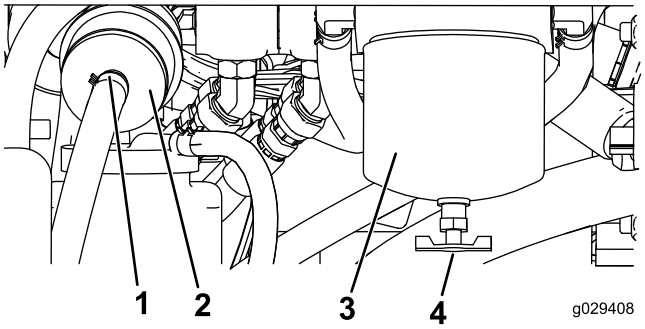

Figur 47
4. Placera en ren behållare under bränslefiltret som sitter på motorns baksida (Figur 47).
4. Placera en ren behållare under bränslefiltret som sitter på motorns högra sida (Figur 47).
5. Rengör området där filterskålen ska monteras (Figur 47).
6. Avlägsna filterskålen och rengör fästytan (Figur 47).
9. Montera filterskålen för hand tills packningen vidrör fästytan. Vrid sedan ytterligare ett halvt varv (Figur 47).
10. Det inbyggda filtret sitter till vänster om bränslefilterskålen (Figur 47). Kontrollera åt vilket håll flödespilen pekar. Pilen sitter på sidan av det inbyggda filtret.
11. Lossa klämmorna på det inbyggda filtrets ändar och skjut bort slangarna från det (Figur 47). Kasta bort filtret.
12. Skjut slangarna över änden på ett nytt filter (Figur 47). Kontrollera att pilen på filtret pekar mot motorn eller den elektriska bränslepumpen.